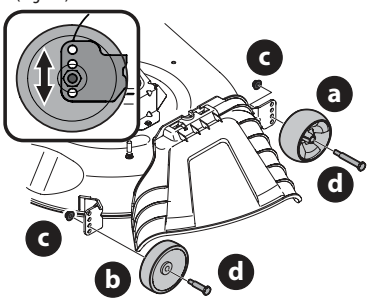

Fig. 20
b. Retirez les écrous autobloquants (c) et les boulons à épaulement (d) qui fixent la roue avant (a) et la roue arrière (b) au plateau de coupe, puis enlevez les roues (Fig. 20).